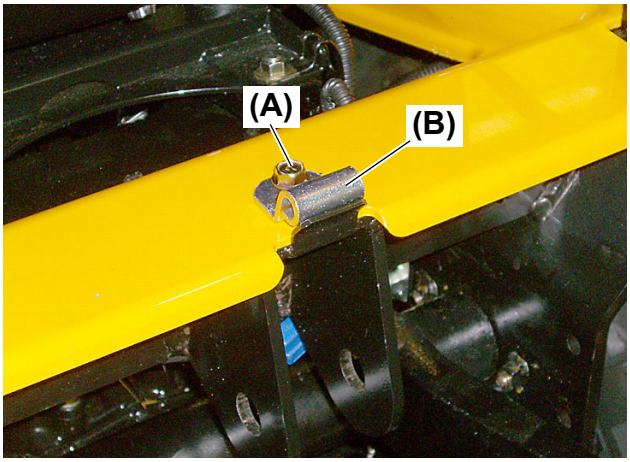

Fig.14
21. Remove the M8 × 20 mm (L: 0.8 in.) bolt **(Fig. 14, (A))** securing the top link plate **(Fig. 14, (B))** to the rear fender.